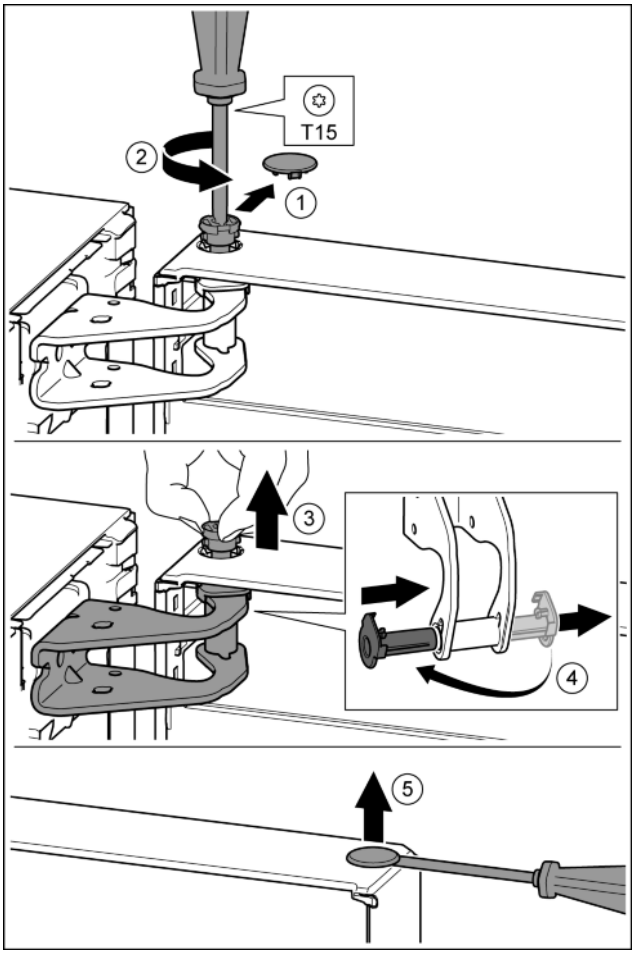

Fig. 8
▶ Carefully remove the protective cover. *Fig. 8 (1)*
▶ Undo the bolt a little with a T15 screwdriver. *Fig. 8 (2)*
▶ Hold the door and remove the bolts with your fingers. *Fig. 8 (3)*
▶ Pull the bearing bush out of the guide. Insert from the other side and click into place. *Fig. 8 (4)*
▶ Carefully lift the plugs out of the door bearing bush with a slotted screwdriver and remove. *Fig. 8 (5)*